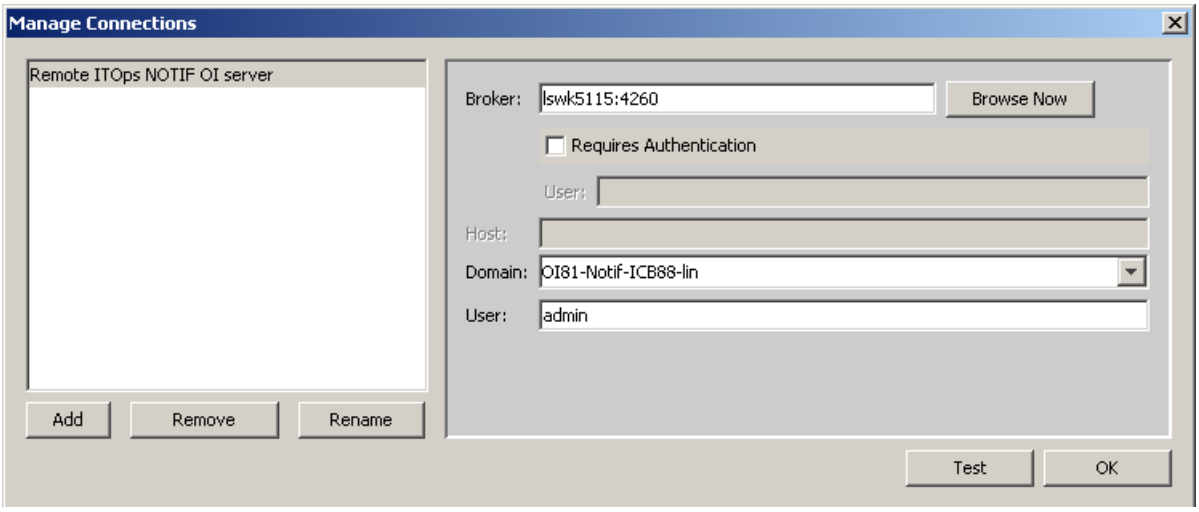

Figure 64 Completed connection setup data in the Manage Connections dialog box
6. Save the connection setup by clicking **OK**. An example of a completed connection setup is shown in Figure 64 on page 91.